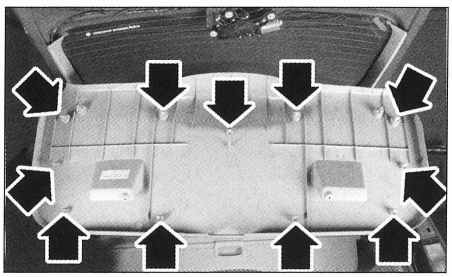

FIG. 72
- el guarnecido de portón **(fig. 72)** (11 clips).